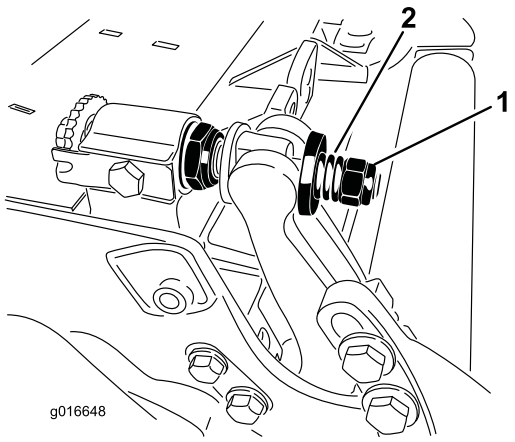

**Figur 29**
3. Tilspænd fjederspændingsmøtrikken, indtil fjederen er trykket sammen, skru derefter igen møtrikken ud med en halv omgang (Figur 29).